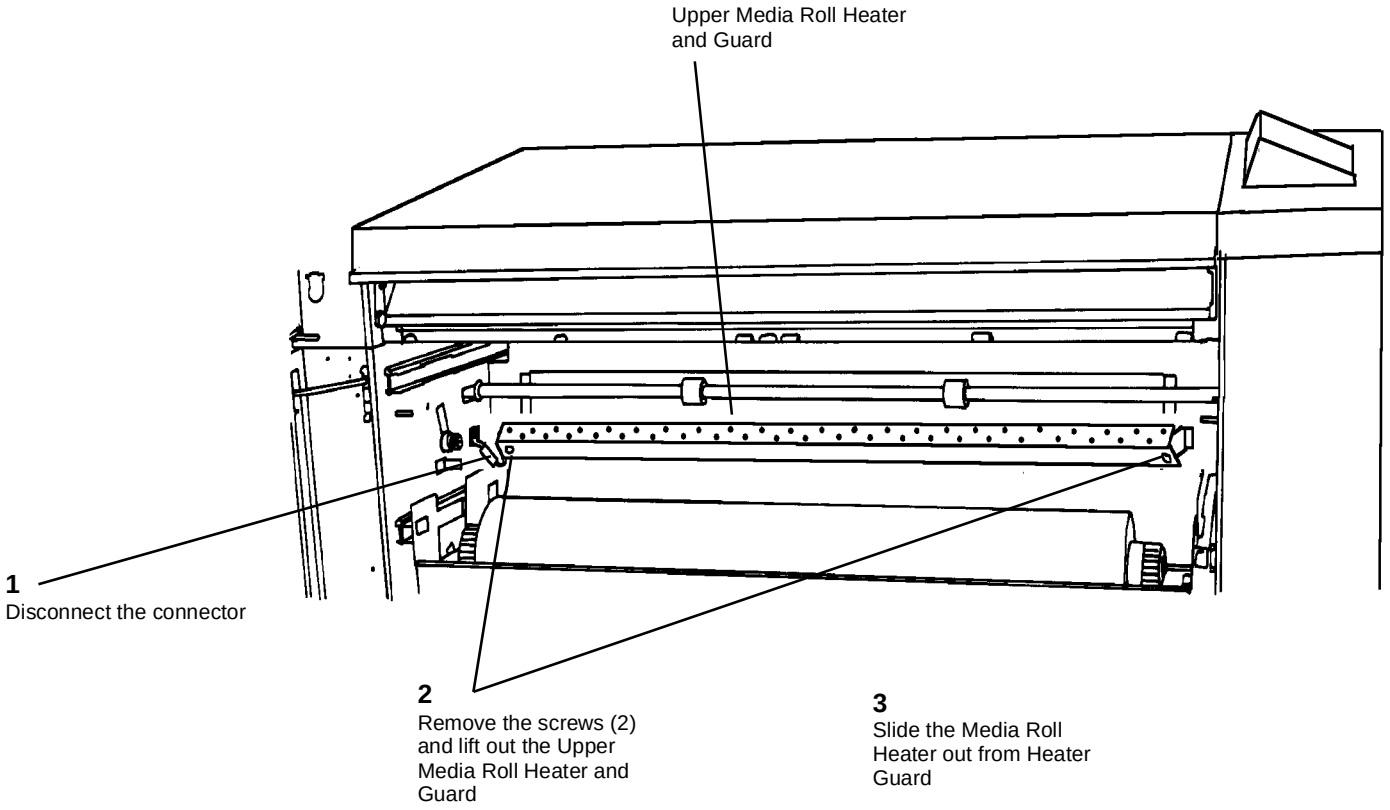

**Figure 1 Removing the Upper Media Roll Heater**
2. (Figure 1): Remove the Upper Media Roll Heater.